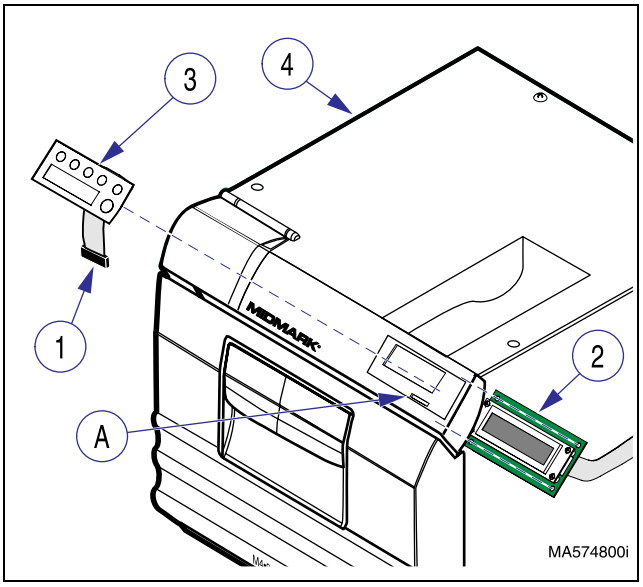

Figure 4-4. Decal Switch
(1) Unplug power cord from outlet receptacle.
(2) Remove top cover (Refer to para 4.3).
(3) Disconnect ribbon harness (1, Figure 4-4) from display PCB (2).
(4) Using sharp instrument, carefully remove decal switch (3) from front of top cover (4).
(5) Use an all citrus solvent / degreaser that does not harm plastics to remove all adhesive residue and then allow top cover to dry.
(1) Peel protective backing from back side of new decal switch (3, Figure 4-4).
(2) Install new decal switch (3) on top cover (4), making sure ribbon harness (1) is fed thru wire slot (A).
(3) Connect ribbon harness (1) to connector on display PCB (2).
(4) Install top cover (Refer to para 4.3).
(5) Plug power cord into outlet receptacle.